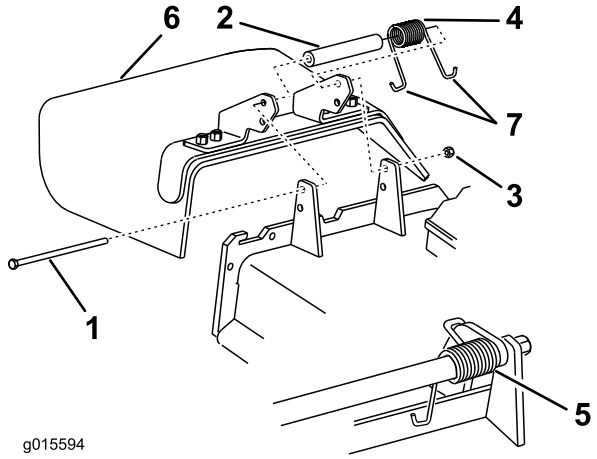

Figura 97
1. Retire la contratuerca, el perno, el muelle y el espaciador que sujetan el deflector a los soportes de pivote (Figura 97). Retire el deflector de hierba dañado o desgastado.
Nota: Asegúrese de colocar un extremo en **J** del muelle detrás del reborde de la carcasa antes de instalar el perno, según se muestra en Figura 97.
3. Instale el perno y la tuerca. Coloque un extremo en **J** del muelle alrededor del deflector de hierba (Figura 97).